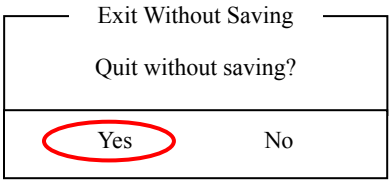

図B.2.3-11 Save & Exit Confirmation message 2
(b) If the setting was not changed in step (5), select [Discard Changes and Exit] and press [Enter] key. The Save & Exit confirmation message 2 is displayed as shown in Figure B.2.3-11.